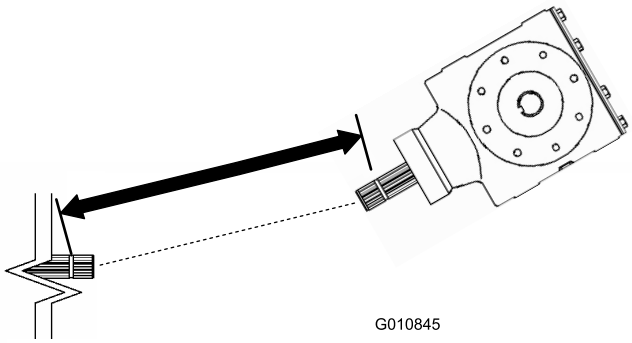
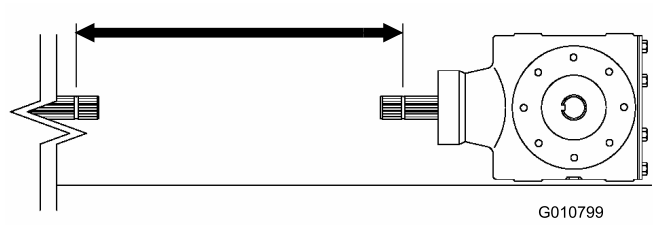
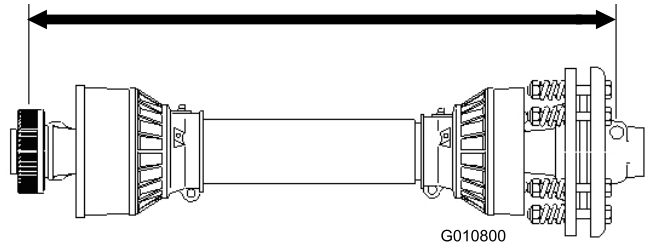

**Figur 13**
**Figur 15**
**Figur 16**
3. Mät avståndet från låsskåran i änden av traktorns kraftuttagsaxel till låsskåran på kraftuttagsaxeln på luftarens växellåda (Figur 13). Notera avståndet. Exempel: 67 cm
5. Mät avståndet från låsskåran i änden av traktorns kraftuttagsaxel till låsskåran på kraftuttagsaxeln på luftarens växellåda (Figur 15). Notera avståndet. Exempel: 70 cm
6. Mät avståndet från mitten på låspinnskulan i ena änden av kraftuttagsaxeln till mitten på låspinnen i den andra änden (Figur 16). Notera avståndet. Exempel: 81 cm
7. Ta det minsta av de två avstånden i Figur 15 och Figur 13 och dra bort det avståndet från avståndet i Figur 16. Exempel: 81 cm minus 67 cm är lika med 14 cm.